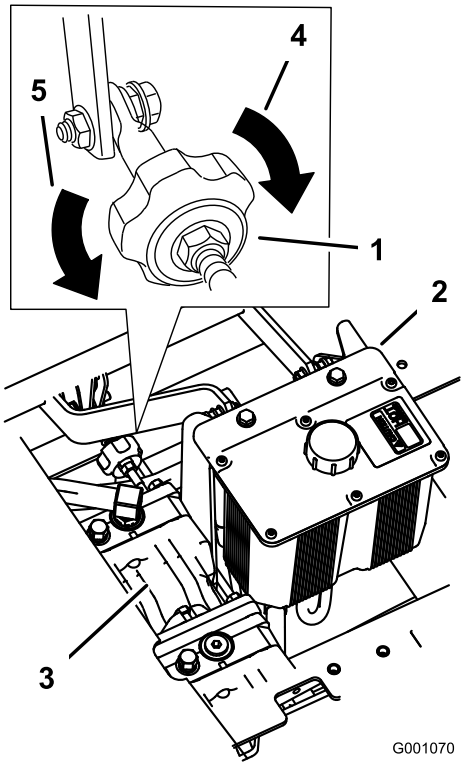

**Figur 57**
4. For å få maskinen til å gå til høyre dreier du knotten mot høyre side av maskinen. Se Figur 57.
5. For å få maskinen til å gå til venstre dreier du knotten mot venstre side av maskinen. Se Figur 57.